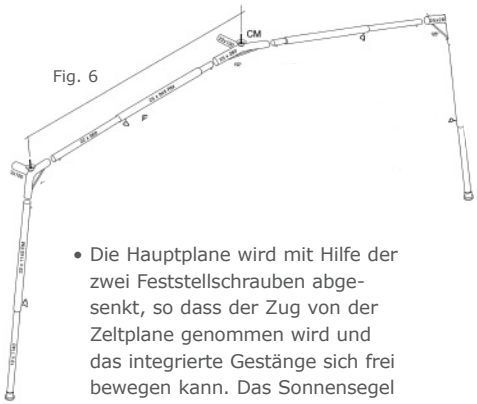

Fig. 6
In der Abbildung 6 siehst du das Gestänge
- Danach wird der vordere Teil des Rahmens angebracht (Abb. 6). Nun wird der Rahmen so eingestellt, dass das Sonnesegel glatt und straff sitzt.